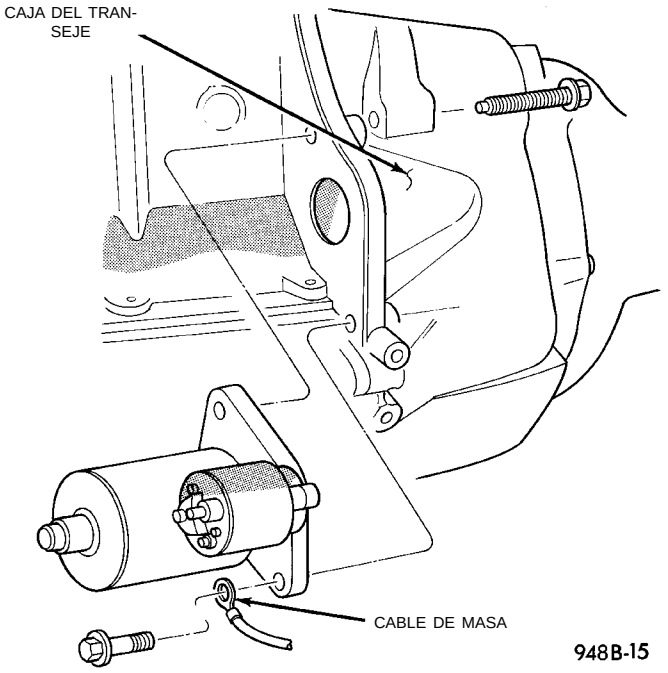
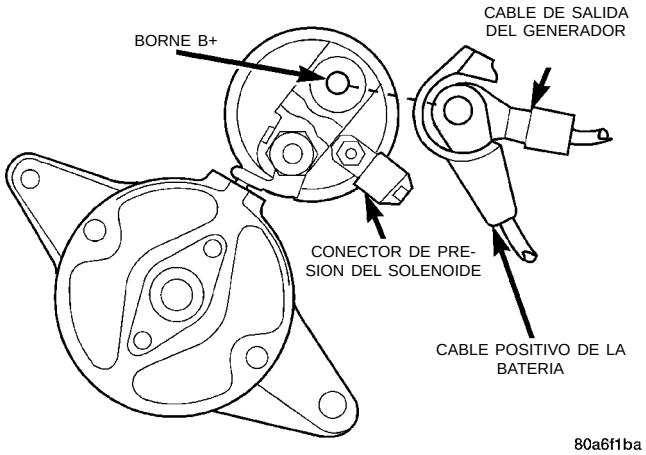

Fig. 10 Desmontaje del motor de arranque
Fig. 11 Conexión de cable
(4) Para que el servicio sea más fácil, no retire esta vez el cableado del motor de arranque.
(5) Retire los dos pernos que fijan el motor de arranque a la caja de transmisión (Fig. 10).
(6) Retire el conjunto de motor de arranque/solenoide del motor de arranque de la caja de transmisión. Emplace el motor de arranque para lograr el acceso a los conectores del cableado.
(7) Retire la tuerca del cable positivo de la batería y retírelo del motor de arranque junto con el cable de salida del generador (Fig. 11).
(8) Desconecte el conector de presión del solenoide.
(9) Emplace el motor de arranque en forma vertical, de modo tal que el extremo del piñón mire hacia abajo.
(10) Retire el motor de arranque por la parte inferior del vehículo. Si es necesario, aparte las tuberías del A/A.
(1) Limpie la corrosión y suciedad del cable y terminales de cable antes de instalar el cableado en el solenoide.
(2) Conecte el cable positivo de la batería y el de salida del generador en el borne del solenoide del motor de arranque (Fig. 11).
(4) Emplace la cara del motor de arranque en la caja de transmisión. Sostenga el motor de arranque en la guía y comience a apretar el perno superior (Fig. 10).
(5) Conecte el cable de masa al perno de instalación inferior y comience a apretarlo.
(6) Asegúrese de que el motor de arranque esté alineado correctamente antes de apretar los pernos de instalación del motor de arranque con una torsión de 54 N·m (40 lbs. pie).
(7) Vehículos con A/A instalado: